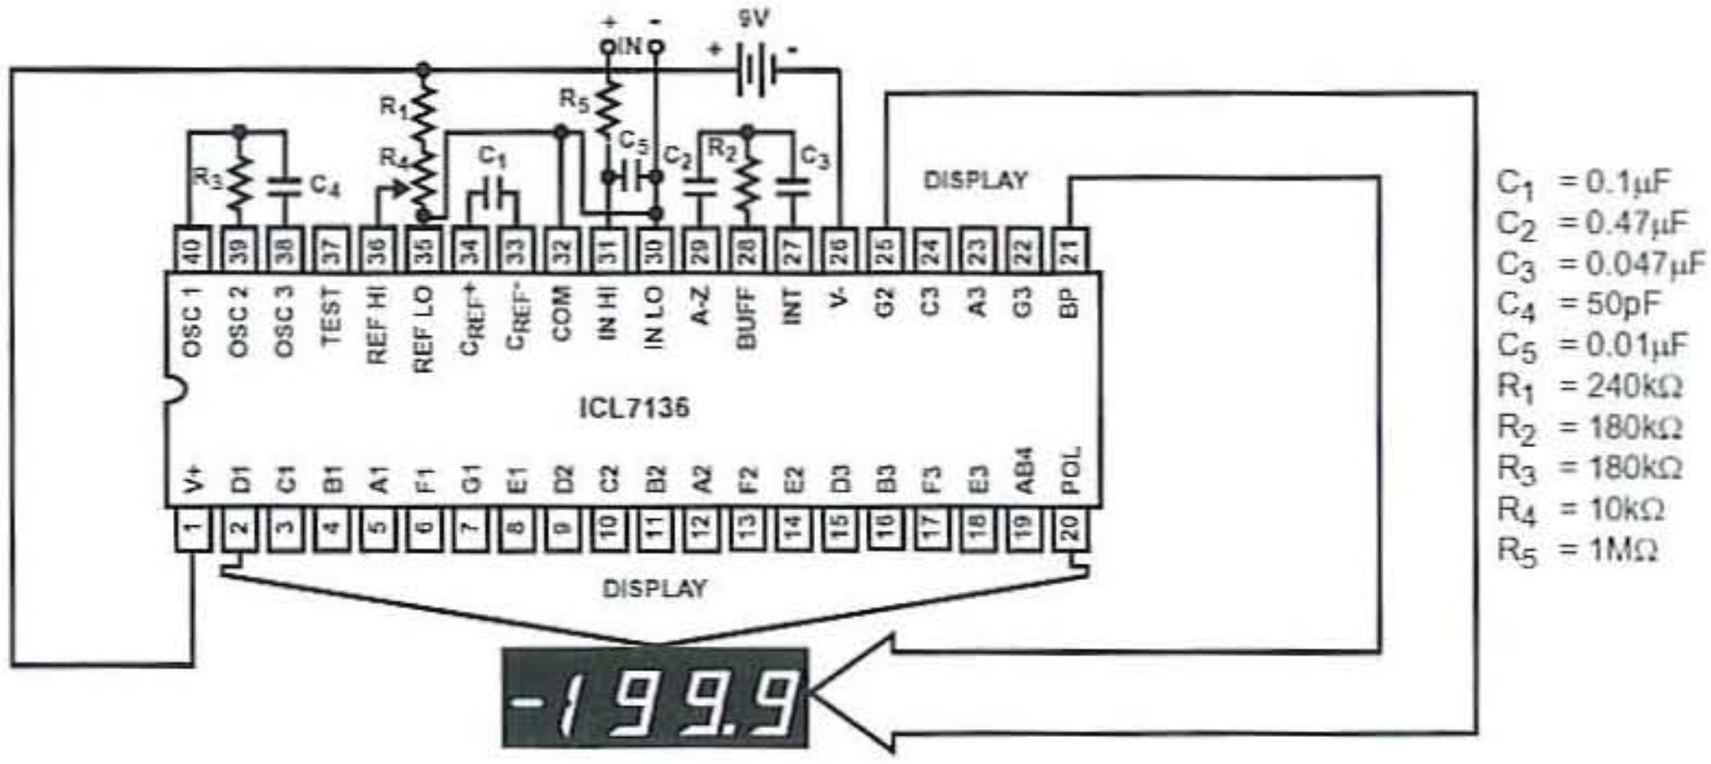

FIGURE 1. ICL7136 TEST CIRCUIT AND TYPICAL APPLICATION WITH LCD DISPLAY COMPONENTS SELECTED FOR 200mV FULL SCALE
3. Unless otherwise noted, specifications apply to the ICL7136 at T_A = 25°C, f_{CLOCK} = 48kHz. ICL7136 is tested in the circuit of Figure 1.